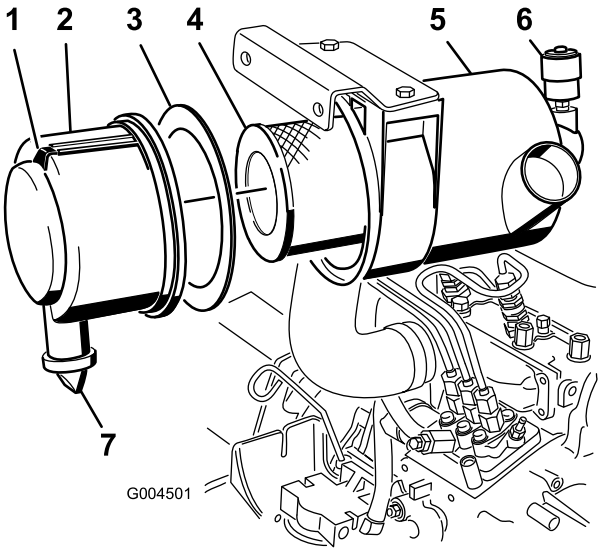

Figur 41
2. Efterse luftfilteret, når advarselslampen for luftfilter (Figur 41) lyser rødt eller for hver 450. driftstime (hyppigere under ekstremt støvede eller snavsede forhold). Udfør ikke for mange serviceeftersyn på luftfilteret.
1. Træk låsen udad, og drej luftfilterdækslet mod uret (Figur 41).
2. Fjern dækslet fra luftfilterhuset (Figur 41).
4. Afmonter og udskift primærfilteret (Figur 41).
6. Kontroller, at skumpakningen sidder på plads i dækslet, samt at den ikke er revet eller beskadiget (Figur 41).
A. Afmonter gummiudløbsventilen i dækslet (Figur 41).
10. Nulstil advarselslampen (Figur 41), hvis den lyser rødt.